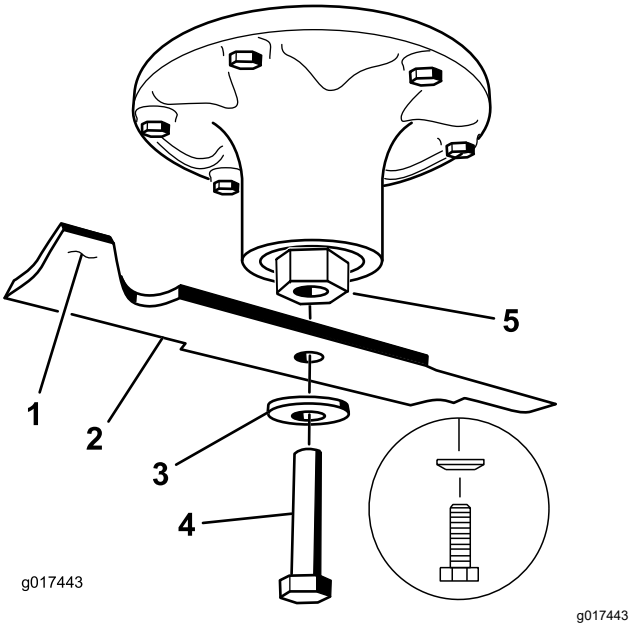

Figur 78
2. Fjern skæreknivsbolten, den buede spændeskive og skærekniven fra spindelakslen (Figur 78).
1. Monter skærekniven på spindelakslen (Figur 78).
2. Monter den buede skive og knivbolten (Figur 78).